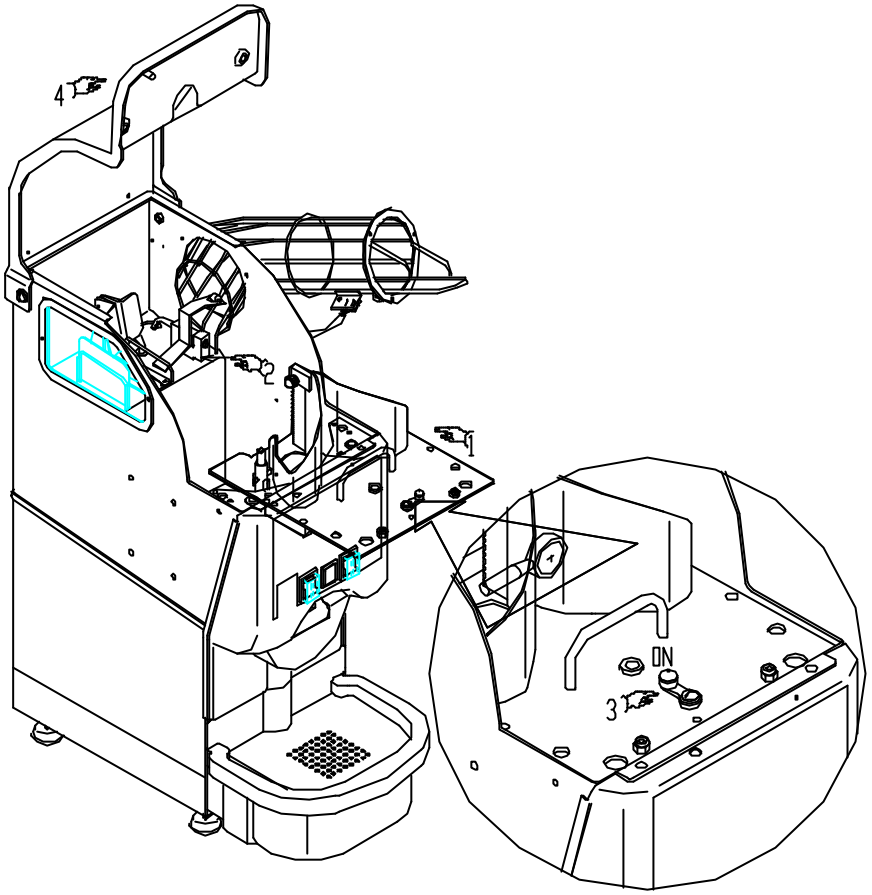

Fig.6.4
Il montaggio della piastra porta coltello *(Pos.1 Fig.6.4)* é facilitato dai seguenti accorgimenti:
- La parte anteriore della piastra porta coltello *(Pos.1 Fig.6.4)* deve essere inclinata verso il basso per facilitare l'incastro della stessa con le battute presenti sul piano di appoggio *(Pos.2 Fig.6.4)*, di conseguenza si fa abbassare la parte posteriore inserendo le boccole sporgenti nei fori presenti sul telaio.
- posizionare la levetta di fissaggio della piastra porta coltello in posizione ON *(Pos.3 Fig.6.4);*
- abbassare il coperchio superiore ed agire sulle chiusure a farfalla *(Pos.2 Fig.6.4)* per agganciarlo alla macchina.